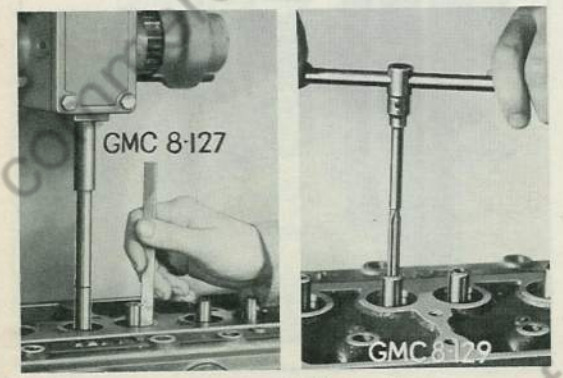

Fig. 51 Valve Guide Installation
2. Press new guide into cylinder head in the manner illustrated in Fig. 51 until dimension from counterbored spring seat in cylinder head is 61/64". Be sure exhaust valve spring seat is removed when measuring this dimension.